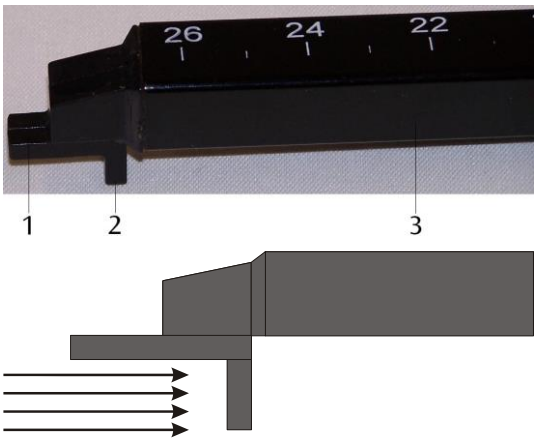

Fig. 2: Oben: Magnetfeldsonde, 1 tangentiale Hallsonde (z-Richtung), 2 axiale Hallsonde (x-Richtung), 3 Sondenträger. Unten: Messung axialer Magnetfelder.
- Magnetfeldsonde mit Hilfe des Stativmaterials so positionieren, dass sich die axiale Hallsonde (Fig. 2) genau im Zentrum der Spule befindet.
Mit der axialen Hallsonde wird die Komponente der magnetischen Induktion *B* entlang der Sondenachse gemessen. Zeigt das *B*-Feld in Richtung der Sondenachse (Fig. 2 unten), ist der angezeigte Wert positiv, bei umgekehrter Orientierung negativ.